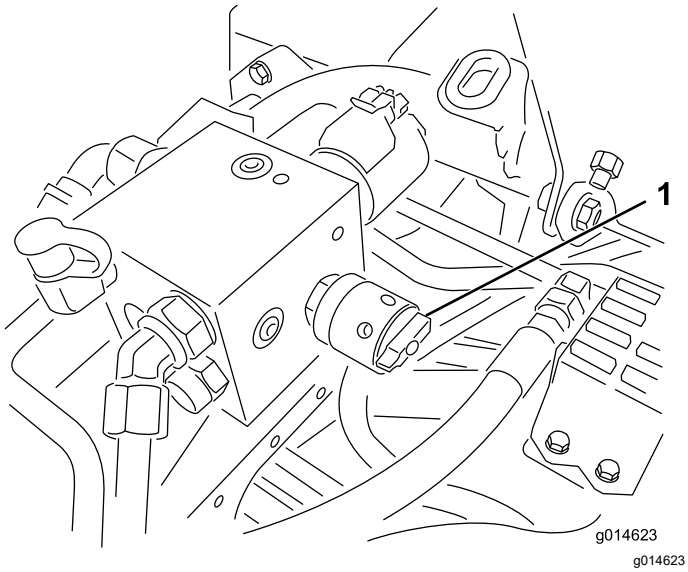

Rysunek 53
6. Obróć element sterujący prędkością wrzecion do ustawienia 1 (Rysunek 53).
4. W celu ustawienia prędkości wrzecion obróć pokrętło (Rysunek 53) do momentu, aż strzałki wskaźnika wraz z liczbą określoną w kroku 3 znajdą się w jednej linii.